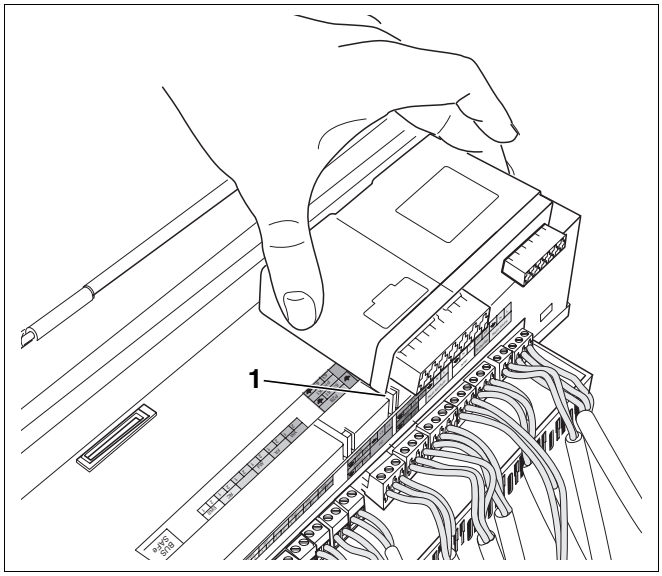

Abb. 9 Funktionsmodule einstecken
- Äußere hintere Rasthaken des Funktionsmoduls in die Laschen (Abb. 9, **Pos. 1**) am Regelgerät führen.
- Modulvorderseite nach unten drücken (Abb. 9).